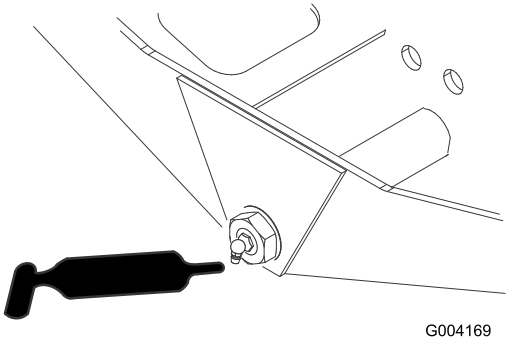

Figur 58
- Axelns styrtapp (1) (Figur 58)